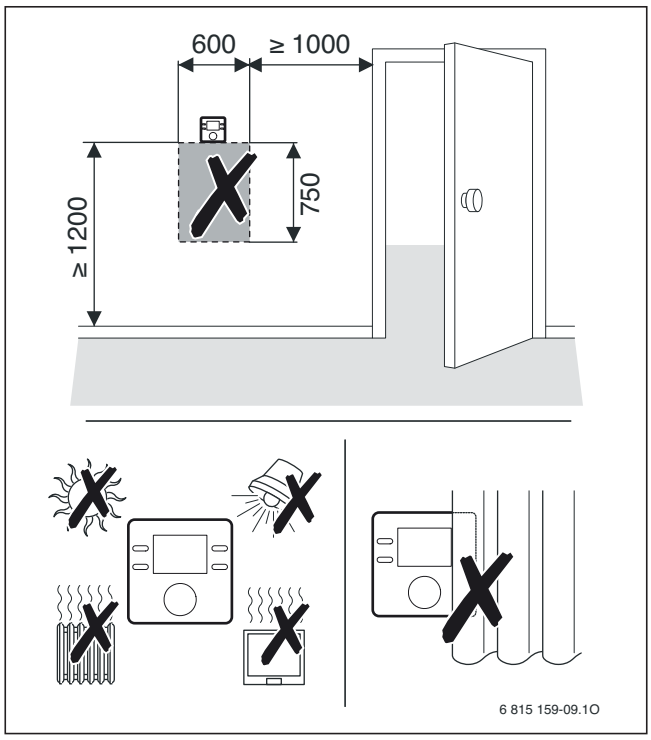

Fig. 61 Position de l'unité de commande ou de la sonde de température ambiante externe dans la pièce de référence (en mm).
▶ Installer les unités de commande pour la régulation en fonction de la température ambiante dans la pièce de référence (→ fig. 61).